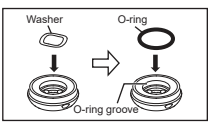

Fig. 7
7) Attach a new washer and O-ring on the head cap (Fig. 7).